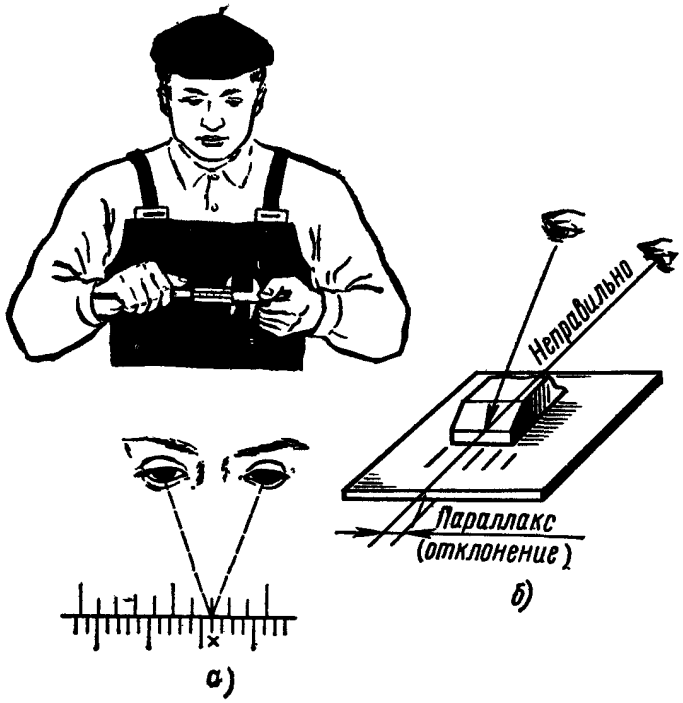

Рис. 5.Чтение показаний штангенциркуля
a) при чтении показаний штангенциркуль держать прямо перед глазами (рис. 5, *а*). Если смотреть на показания с боку (рис. 5, *б*), то это приведет к искажению и, следовательно, к неправильным результатам измерений. Для предупреждения искажений поверхность, на которой нанесена шкала нониуса,
a) штангенциркуль держать прями перед глазами (рис.5);